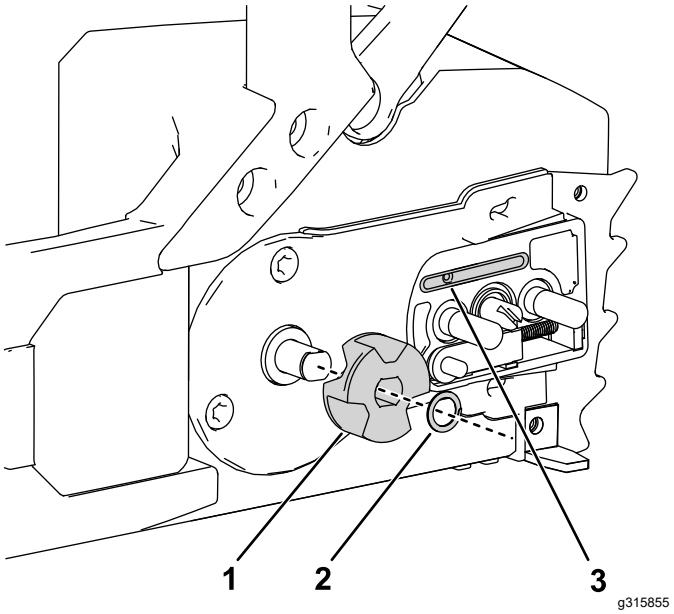

**Figuur 29**
5. Verwijder de borgring en het aandrijf-tandwiel van de kettingzaag (Figuur 29).
9. Controleer de oliepoort (Figuur 29) op vervuiling en maak deze indien nodig schoon.